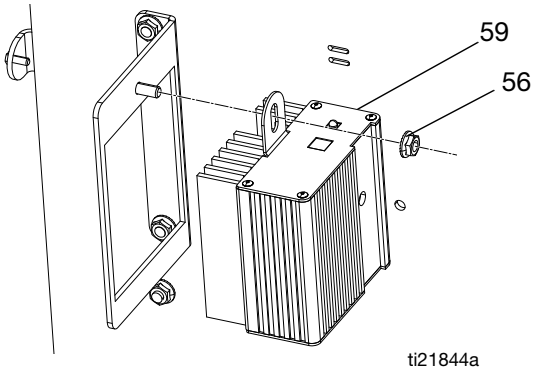
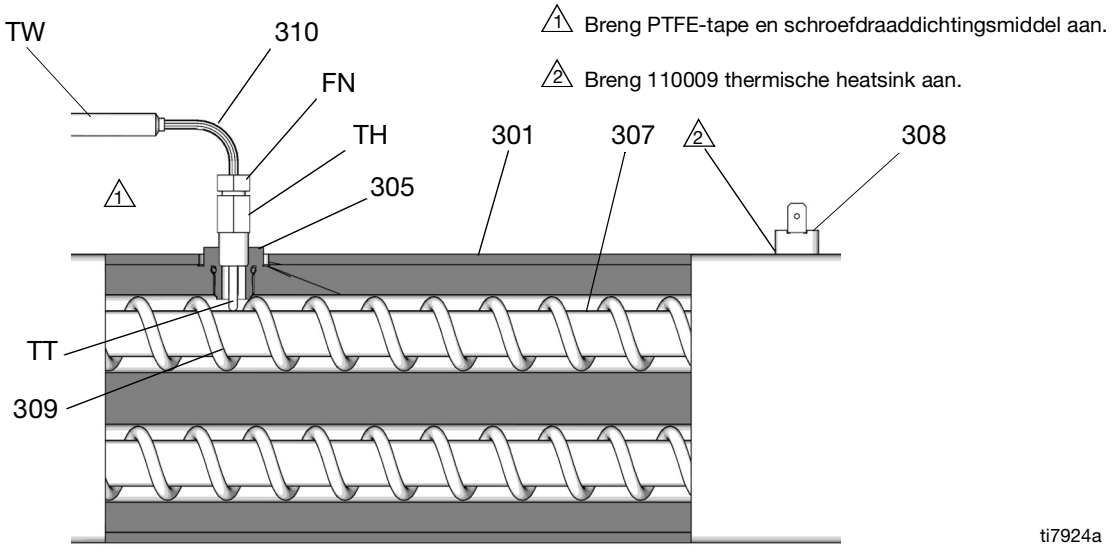

AFB. 13
AFB. 16 Thermokoppel
3. Verwijder de kap van de verwarmer (90) en het elektronicapaneel (55). Zie AFB. 13, pagina 46.
4. Maak de bevestigingen van de montagebeugel van de temperatuurregelmodule (56) los en verwijder ze. Til de module op en verplaats ze om toegang te krijgen tot de thermokoppel.
7. Zie AFB. 16. Schroef de ringmoer (FN) los. Verwijder het thermokoppel (310) uit de behuizing van de verwarmer (301) en verwijder dan de behuizing van het thermokoppel (TH). Verwijder de thermokoppeladapter (305) niet tenzij dit noodzakelijk is. Als de adapter verwijderd moet worden, zorg er dan voor dat mixer (309) uit de weg is wanneer de adapter vervangen wordt.
8. Het thermokoppel vervangen, AFB. 16.
a. Verwijder de beschermende tape van de punt van het thermokoppel (T).
b. Breng PTFE-tape en schroefdraaddichtingsmiddel aan op de mannelijke schroefdraad en steek de thermokoppelbehuizing (TH) in de adapter (305).
c. Duw het thermokoppel (310) naar binnen zodat de top (TT) in contact komt met het verwarmingselement (307).
d. Houd het thermokoppel (TT) tegen het verwarmingselement en schroef de ringmoer (FN) 1/4 slag vast.
9. Leid de draden (TW) in bundels in het onderstel zoals eerder. Sluit de kabels opnieuw aan op de kaart.
10. Vervang de kap van de verwarmer (90) en het elektronicapaneel (55). Zie AFB. 13, pagina 46.
11. Zet de ISO- en RES-verwarmers tegelijkertijd aan om te testen. De temperaturen moeten even snel stijgen. Als een verwarmer laag is, maak de ringmoer (FN) dan los en maak de thermokoppelbehuizing (TH) vast om ervoor te zorgen dat de top van het thermokoppel (TT) in contact komt met het element (307).
4. Koppel een draad los van de oververhittings-schakelaar (308), AFB. 16, pagina 50. Test de schakelaar met een ohmmeter. De weerstand moet ongeveer 0 ohm bedragen.
5. Als de schakelaar niet slaagt voor de test, verwijder dan de bedrading en de schroeven. Gooi dan de defecte schakelaar weg. Breng thermische verbinding aan, installeer een nieuwe schakelaar op dezelfde plaats op de behuizing (301) en maak vast met schroeven (311). Sluit alle draden weer aan.